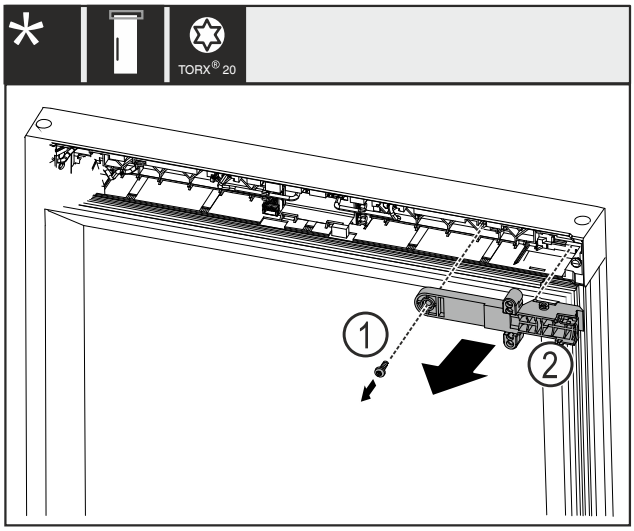

Fig. 12
- ▶ Schraube *Fig. 12 (1)* entfernen.
- ▶ Schloss-Halteteil *Fig. 12 (2)* abnehmen.